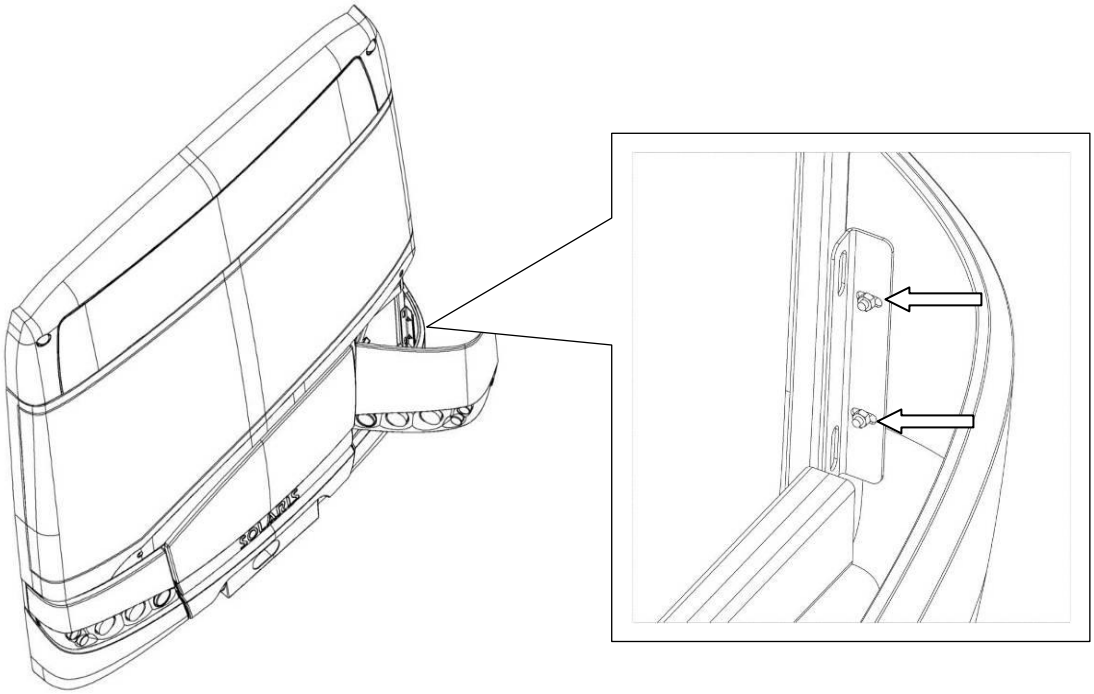

Rys. 5 Lewa klapa obsługowa – nakrętki mocujące zderzak (wskazane strzałkami) – 2 szt. po prawej i 2 szt. po lewej stronie pojazdu
- odkręcić nakrętki mocujące górną część zderzaka (Rys. 5),